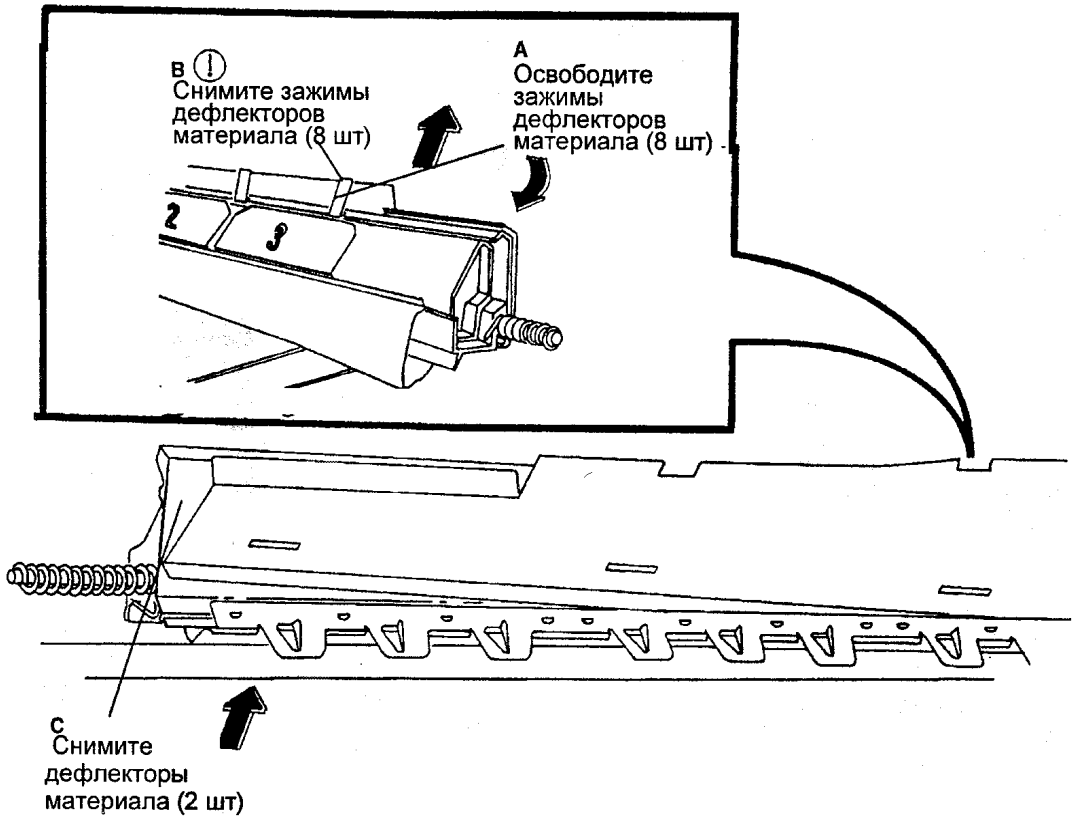

Рис. 1 Снятие дефлекторов материала
3. (РИС. 1): СНИМИТЕ ДЕФЛЕКТОРЫ МАТЕРИАЛА ДЛЯ КОПИРОВАНИЯ.